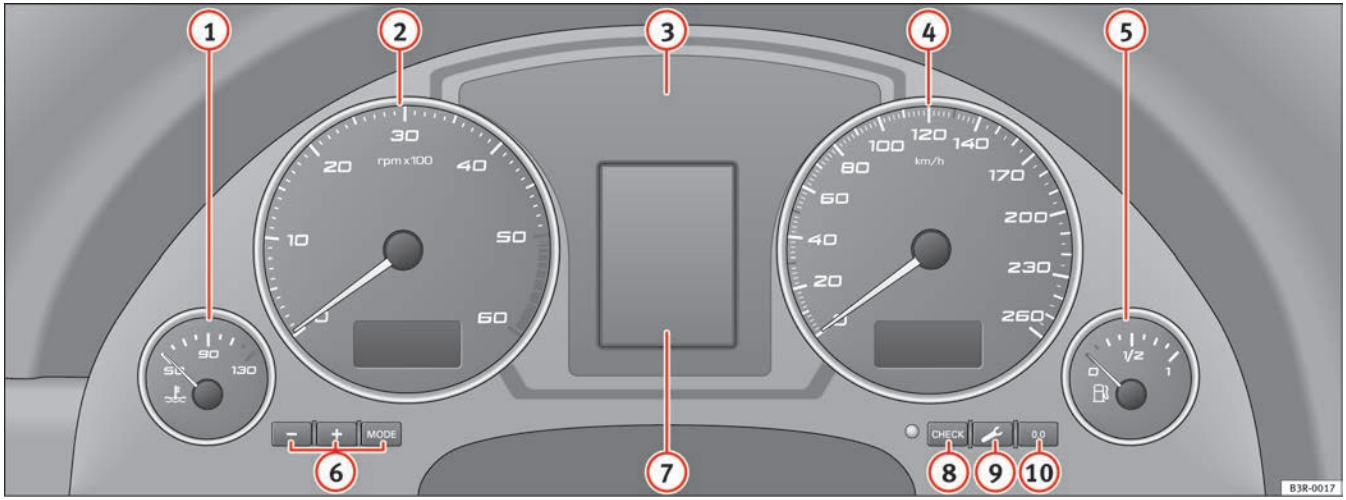

Fig. 37 Overview of instrument panel
When the ignition is switched off, the mileage recorder and the digital clock with date display can be switched on for a few seconds by pressing the CHECK button ⇒ page 59, fig. 37 (8). ■